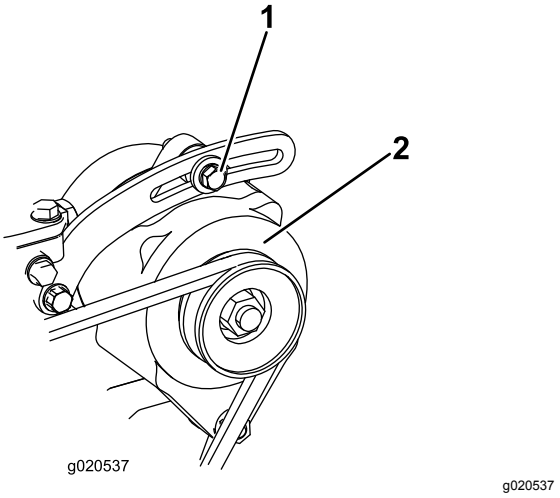

Figuur 97
1. Als de indrukking niet correct is (10 mm), moet u de montagebouten van de wisselstroomdynamo losdraaien (Figuur 97).